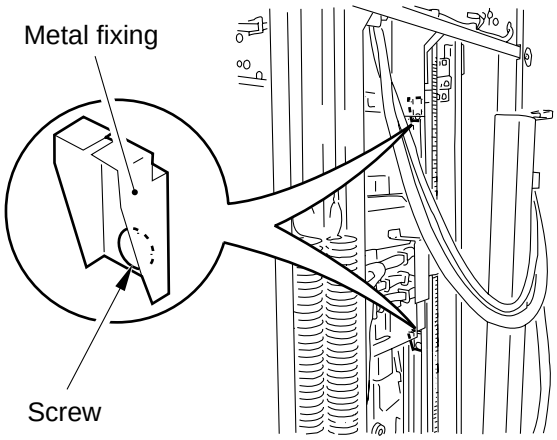

Figure 3-207
8) Move to the rear of the finisher. Fix the harness unit and the stacker unit using the metal fixings and the screws removed in step 7). (See Figures 3-207 and -208 for the locations; use the metal fixings at the lower part of each unit.)